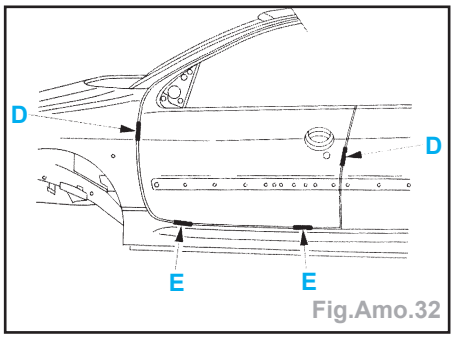

Fig.Amo.32
- Fermer la porte et contrôler les jeux (Fig. Amo.32) :
- hauteur (E) = 5 ± 2 mm,
- jeux (D) = 5 ± 1,5 mm,